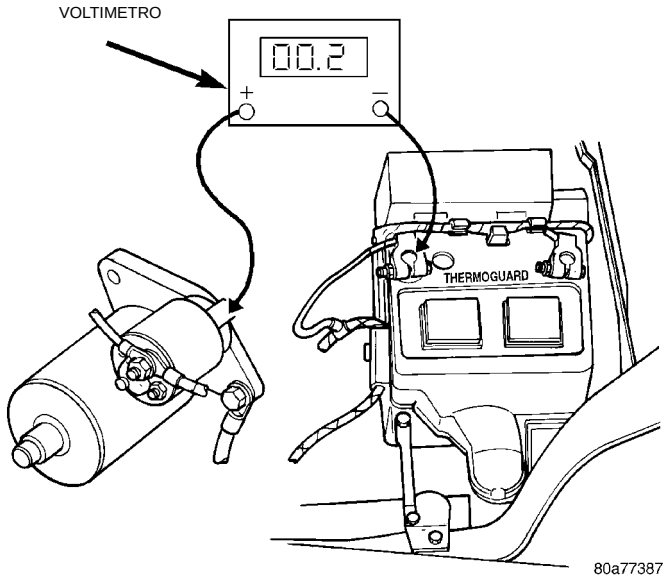

Fig. 4 Prueba de la masa del motor de arranque
(3) Conecte el cable positivo del voltímetro a la caja del motor de arranque y el cable negativo al terminal negativo de la batería (Fig. 4). Mantenga la llave de encendido en la posición START. Si la lectura de voltaje es mayor que 0,2 voltios, corrija la conexión deficiente del motor de arranque a la masa del motor.